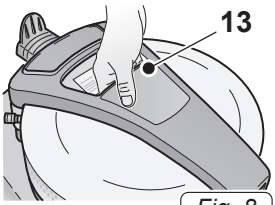

Fig. 8
- Для подъема прибора взяться рукой за специальную ручку (13 Рис. 8), выполненную в верхней части крышки.